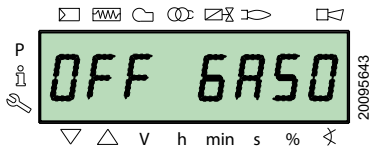

**Abb. 44**
– Heizölbetrieb “**OFF GASO**” (Abb. 44)